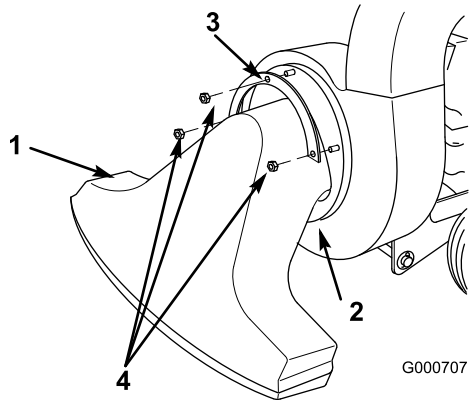

Figuur 10
1. Monteer de onderste rand van de flens van de zuigkop in de bevestigingsbeugel (Figuur 10).
2. Plaats de borgflens op de 3 bouteinden die tevoorschijn komen uit de zuigkop (Figuur 10).
3. Bevestig de zuigkop en de flens aan de blaasmachine met 3 ringen en borgmoeren (Figuur 10).